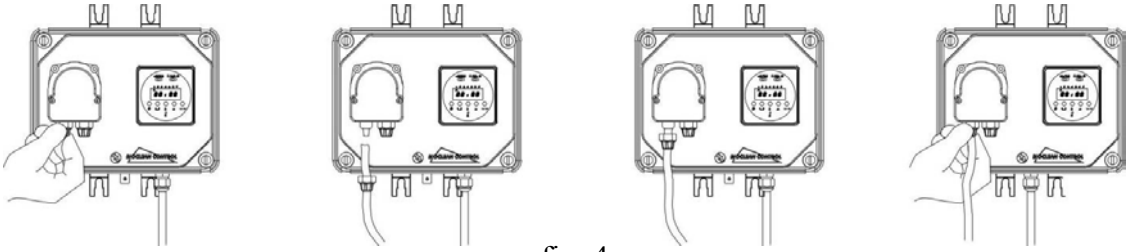

fig. 4
1. *Asegúrese que esté desactivada eléctricamente (ambas polaridades) desconectando los conductores de los pun- tos de contacto de la red con el interruptor omnipolar de distancia mínima entre contactos de 3 mm. (Fig. 4).*
d.- *Insiera hasta el fondo los tubos enroscando, y asegúrelos con los casquillos de fijación (fig. 4)*